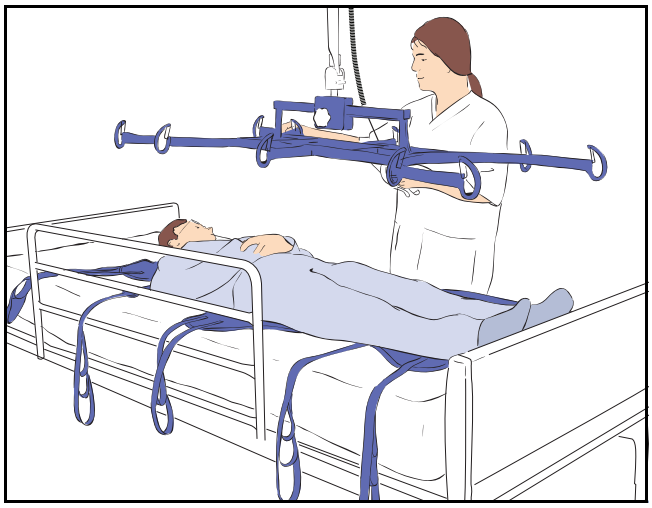

Fig. 12
3) Med bårerammen så højt oppe som muligt bevæges liften, indtil rammen befinder sig direkte over plejemodtageren (se Fig. 12).